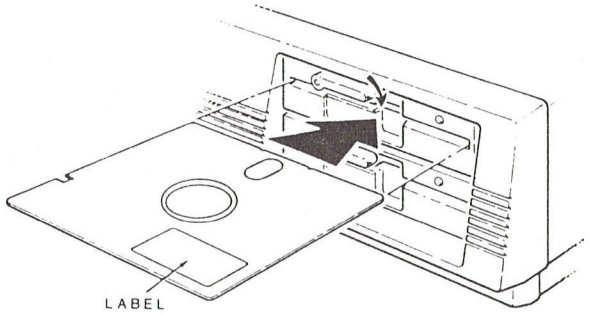

Figure 1-11. Inserting a Disk
1. Insert the operating system disk into the top floppy disk drive (drive A), as shown in Figure 1-11. Be sure the disk is oriented properly, and close the disk drive latch.